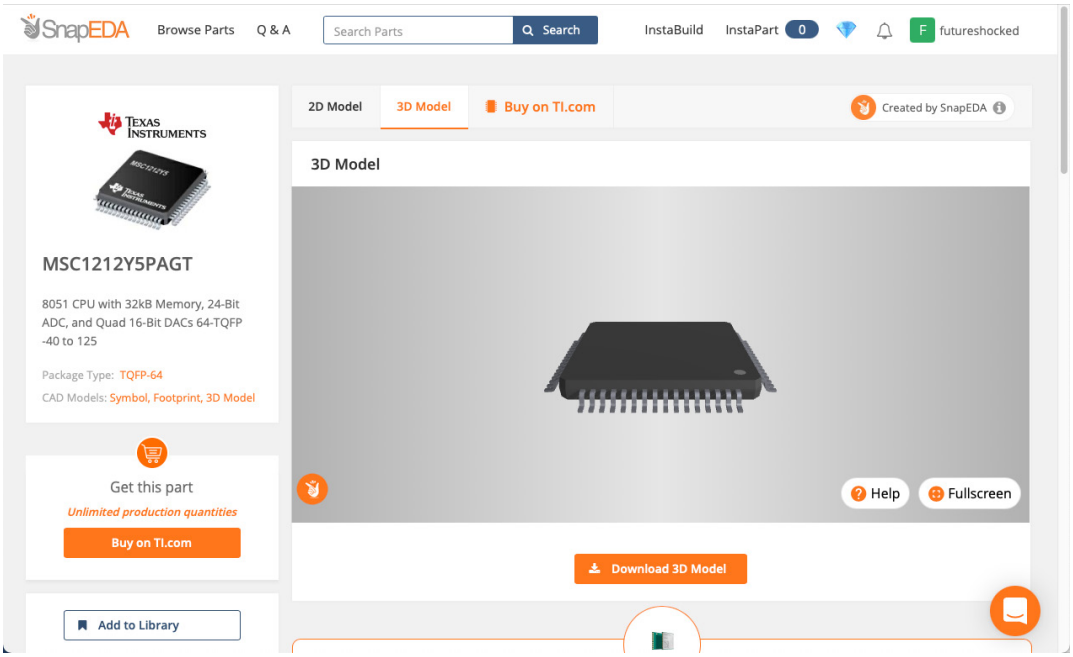

Figure 13.15.2: The 3D model of the component in question.
The component page contains two main tabs: 2D model (1) and 3D model (4). Unde the 2D Model tab you will find the Symbol (2) and the footprint (3). To see the 3D model, click on the 3D Model tab. It looks like this (Figure 13.15.2):